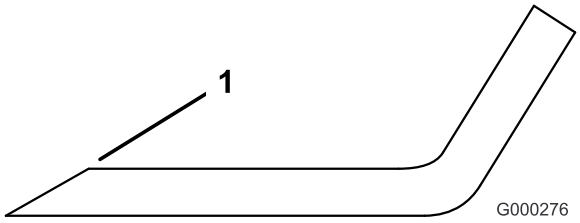

Figur 93
1. Anvend en fil til at slibe begge ender af skærekniven (Figur 93). Bevar den oprindelige vinkel. Skærekniven